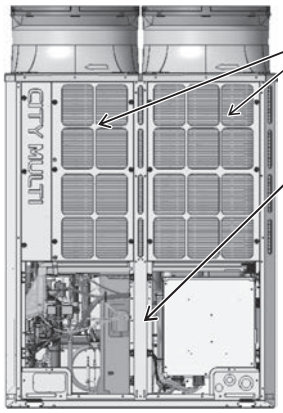

Figure 1
(4) Remove the center pillar by unscrewing the five screws. (See Figure 1.)